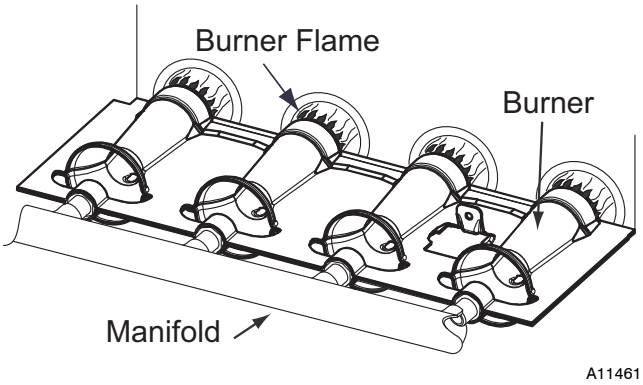

Fig. 60 - Burner Flame
i. When correct input is obtained, replace cap that conceals gas valve regulator adjustment screws. Main burner flame should be clear blue, almost transparent See Fig. 60.